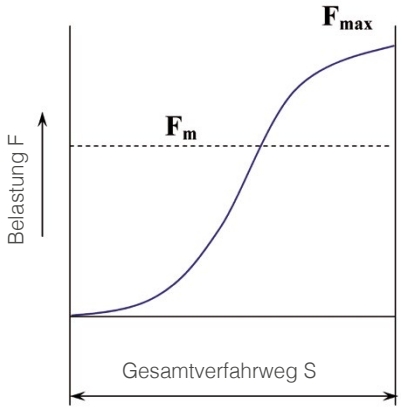

Bild 2.9 Sinusförmige Belastungsänderung (a)
- Sinusförmig (Bild 2.9 und 2.10)